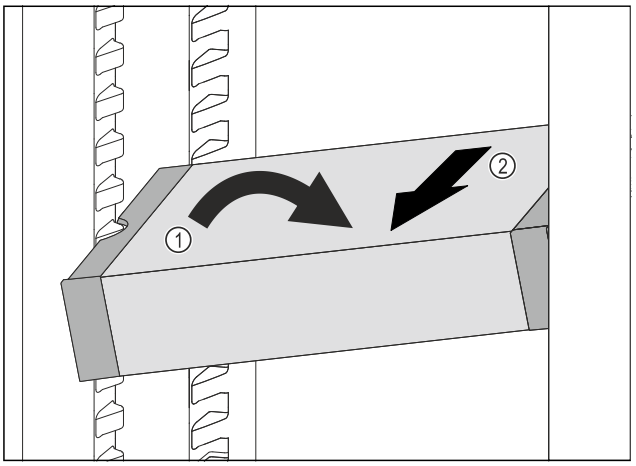

Fig. 206
- ▶ Poziționați oblic VarioSafe în frigider. *Fig. 206 (1)*
- ▶ Extrageți VarioSafe spre înainte. *Fig. 206 (2)*